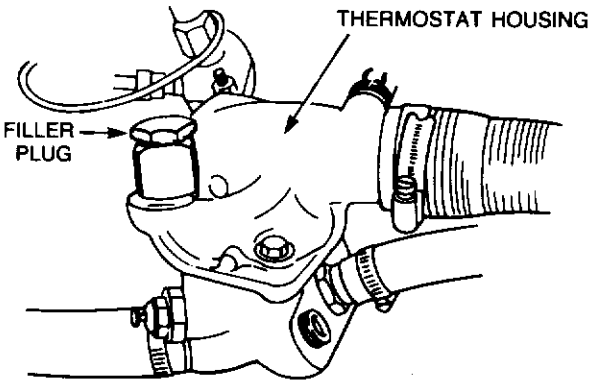

Figure 3-1 Thermostat housing
b. Remove the brass filler plug from the thermostat housing (see Fig. 3-1).